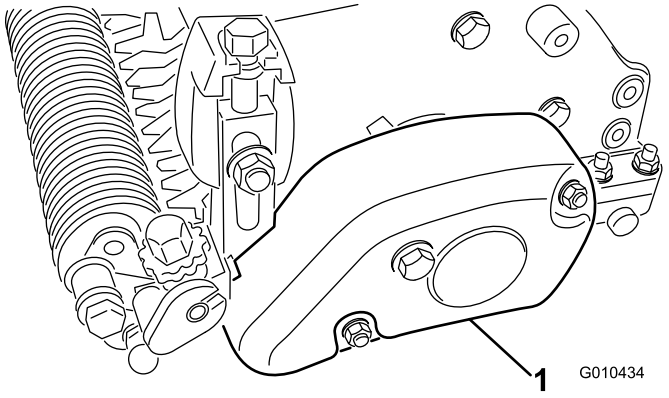

Рисунок 28
1. Снимите кожух ремня с корпуса механической щетки (Рисунок 28).